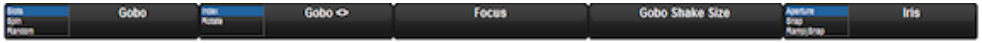

Figure 6.2. Wheels Toolbar for the Beam Parameters of a Studio Spot 575
1. Press the appropriate parameter type key : Colour or Beam or any user kind key that contains colour and beam functions. The Wheels Toolbar shows the available parameters and their current value; see *Figure 6.2, "Wheels Toolbar for the Beam Parameters of a Studio Spot 575"*.